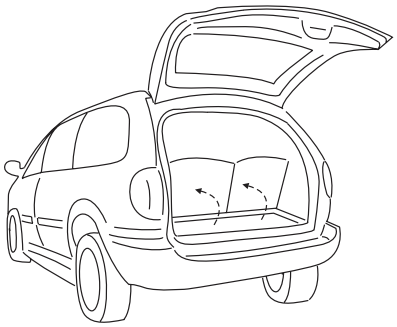

Figure 18-1
1. Fold 3rd Row seating up, exposing the storage well. *[Figure 18-1]*